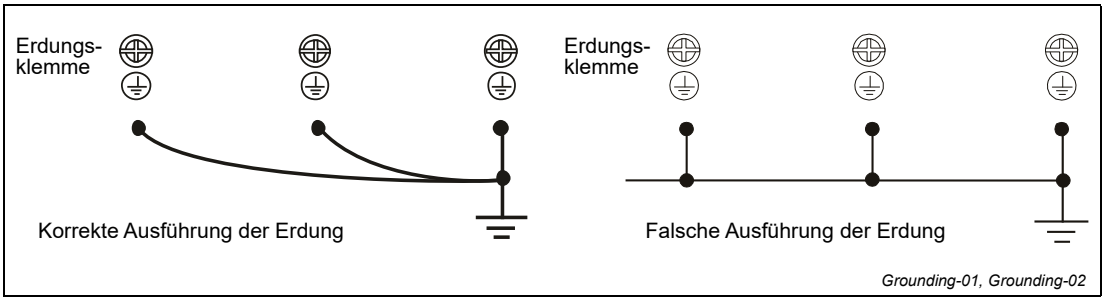

Abb. 1-5: Erdung von mehreren Frequenzumrichtern
- Beim Anschluss mehrerer Frequenzumrichter darf der Anschluss der Schutzleiter nicht in Serie erfolgen, sondern jeder Frequenzumrichter muss einzeln geerdet werden (siehe Abb. 1-5).